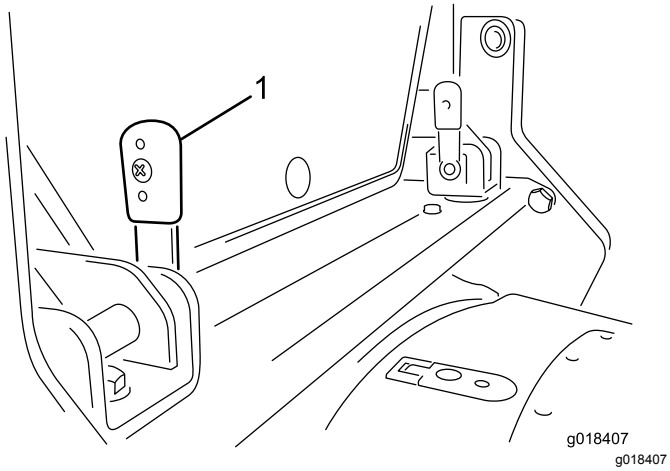

Bild 20
1. Entfernen Sie die R-Clips und drehen Sie die beiden Sperrhebel, die sich an der Querstrebe hinten an der Kabine befinden, sodass sie nach oben zeigen (Bild 20).
3. Drücken Sie die Griffe, die vertikal sind, (Bild 20) durch die Halterungen.